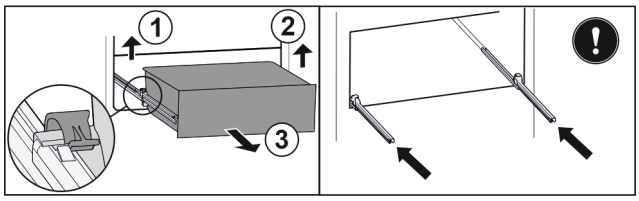

*Fig. 117*
- ▶ Lift left clamp and simultaneously pull drawer forwards on the left. *Fig. 117 (1)*
- ▶ Lift right clamp and simultaneously pull drawer forwards on the right. *Fig. 117 (2)*
- ▶ Remove drawer to the front. *Fig. 117 (3)*